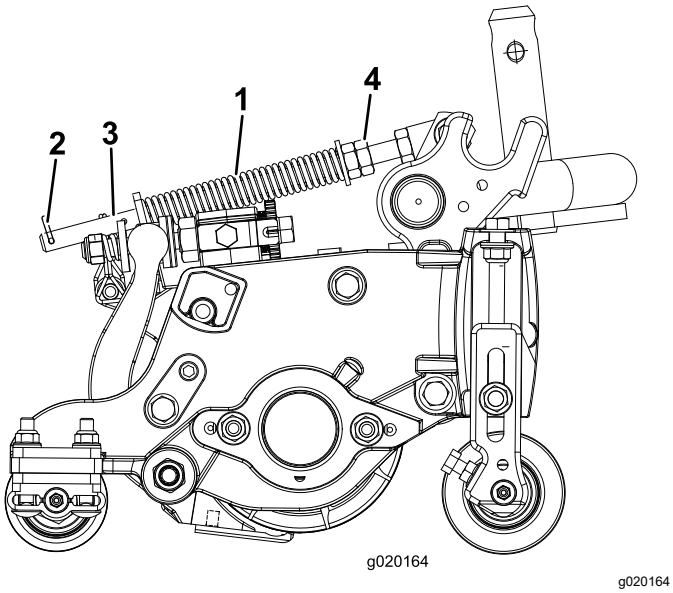

Figur 14
Dekkekompenseringsfjæren (Figur 14) overfører også vekt fra den fremre til den bakre valsen. Dette er med på å redusere bølgemønsteret i gresset, også kjent som "ondulering".
1. Kontroller at hårnålssplinten er installert i det bakre hullet på enden av stangen (Figur 14).
2. Trekk til sekskantmutrene foran på fjærstangen til den komprimerte lengden på fjæren (Figur 14) er 12,7 cm for klippeenheter på 12,7 cm eller 15,8 cm for klippeenheter på 15,8 cm.